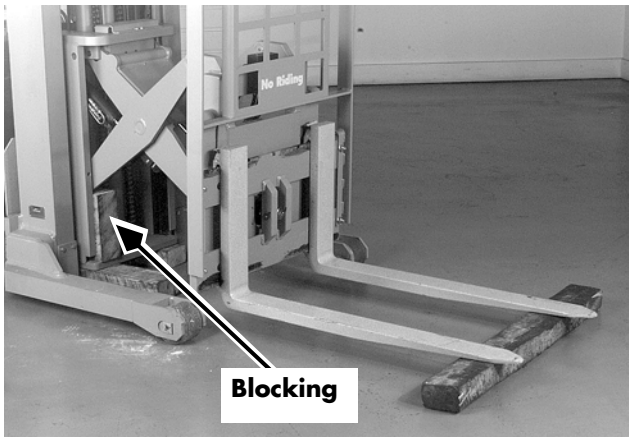

Figure 7-260: Blocking Reach Mechanism
2. Place a block on each side of the carriage between the scissor's lower back bearings and the carriage's bottom support plate. See Figure 7-260.